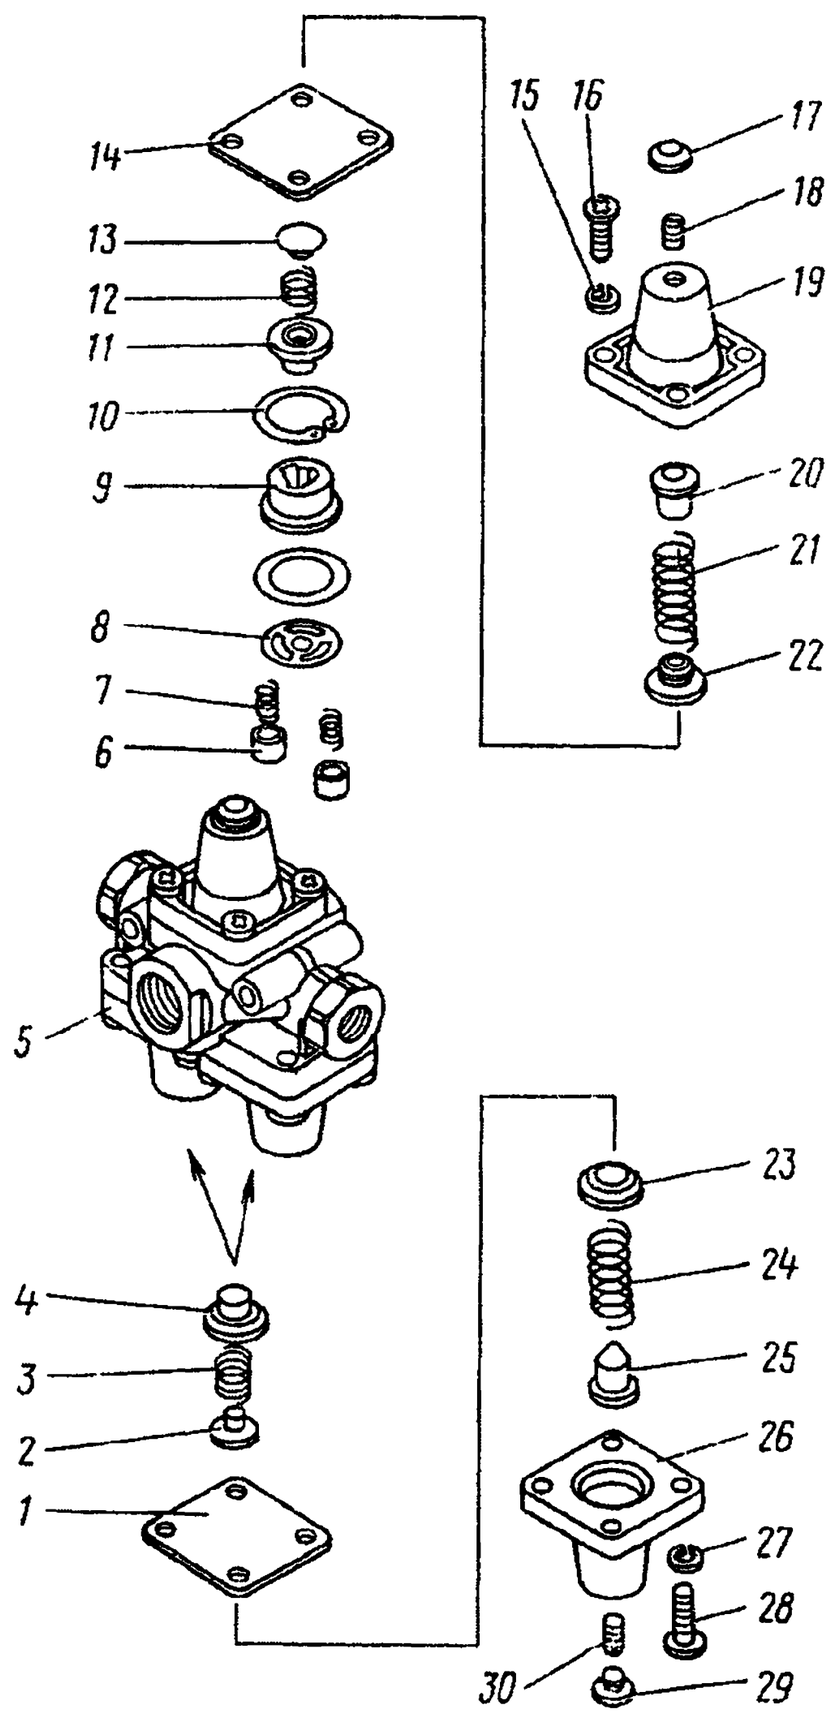

Рис. 303. Колпак защитный тройной:
1. Установите клапан *5* (рис. 303) в тиски	Слесарный верстак, тиски, мягкие губки